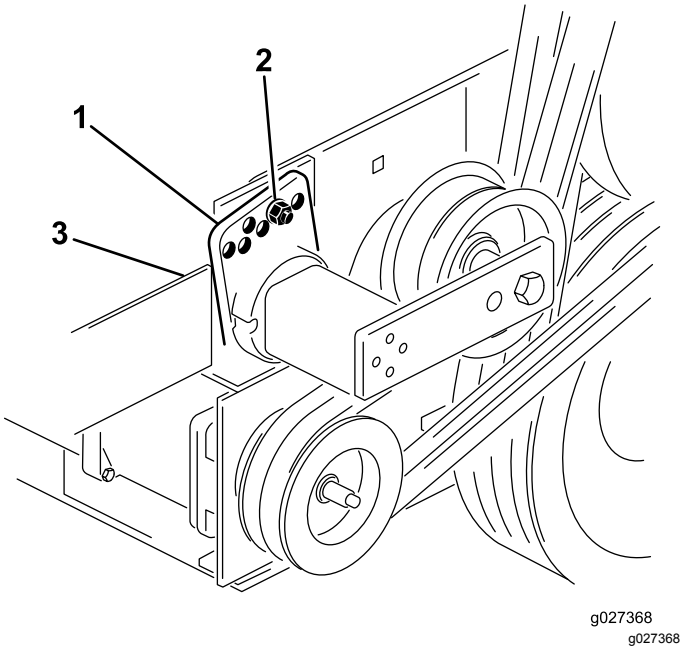

Figur 13
3. Lätta på remspänningen genom att ta bort skruven och muttern som håller fast spännstyrningen på drivenheten (Figur 13).